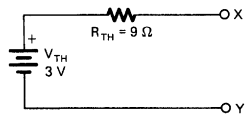

FIGURE 3-55 Simplification of a bridge circuit.
Bridge circuits are difficult to analyze with Ohm's law techniques. The easiest method to use in developing a Thevinin equivalent circuit is to simplify the analysis of this type of circuit. Use the following procedure to calculate the value of Thevinin equivalent voltage (V_{TH}) and equivalent resistance (R_{TH}) for the bridge circuit shown in Fig. 3-55.
c. The circuit arrangement of the four resistors is shown in Fig. 3-55.